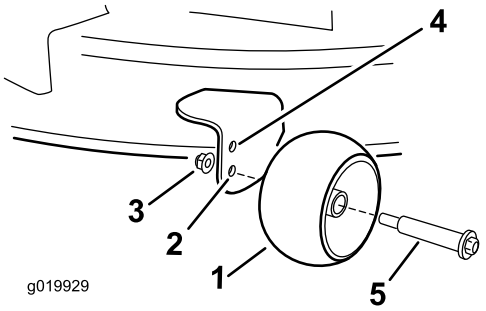

Figur 22
- Övre hålet – använd det här läget när klippdäcket är inställt på klipphöjder på 63 mm eller lägre (Figur 22).
- Nedre hålet – använd det här läget när klippdäcket är inställt på klipphöjder på 76 mm eller högre (Figur 22).